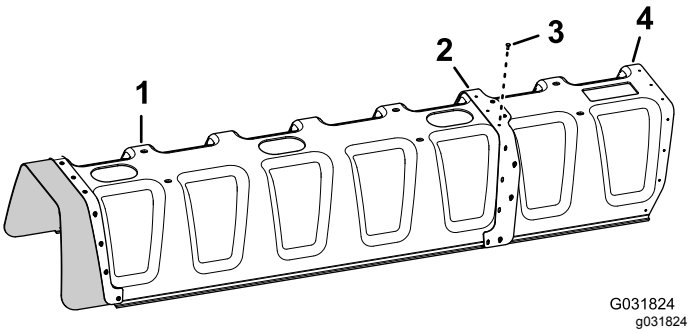

Figur 148
4. Fest dekselutvidelsen til seksjonsdekslet med elleve dyser (Figur 148) med elleve popnagler (Toro-delenr. 114439).